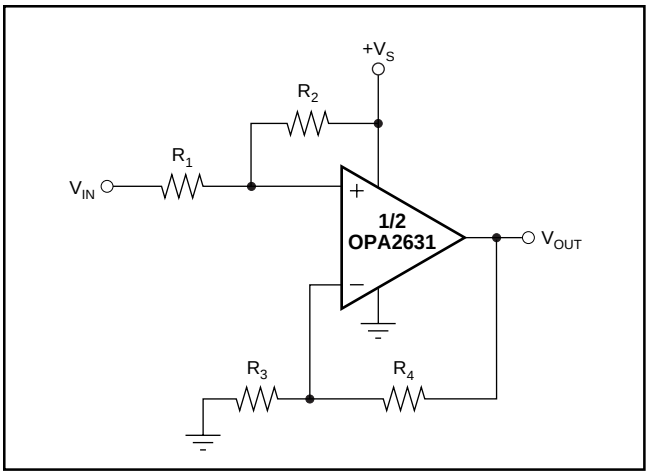

FIGURE 5. DC Level Shifting Circuit.
Figure 5 shows a DC-coupled non-inverting amplifier that level-shifts the input up to accommodate the desired output voltage range. Given the desired signal gain (G) and the amount V_{OUT} needs to be shifted up (ΔV_{OUT}), when V_{IN} is at the center of its range, the following equations give the resistor values that produce the desired performance. Start by setting R_4 between 200Ω and 1.5kΩ.